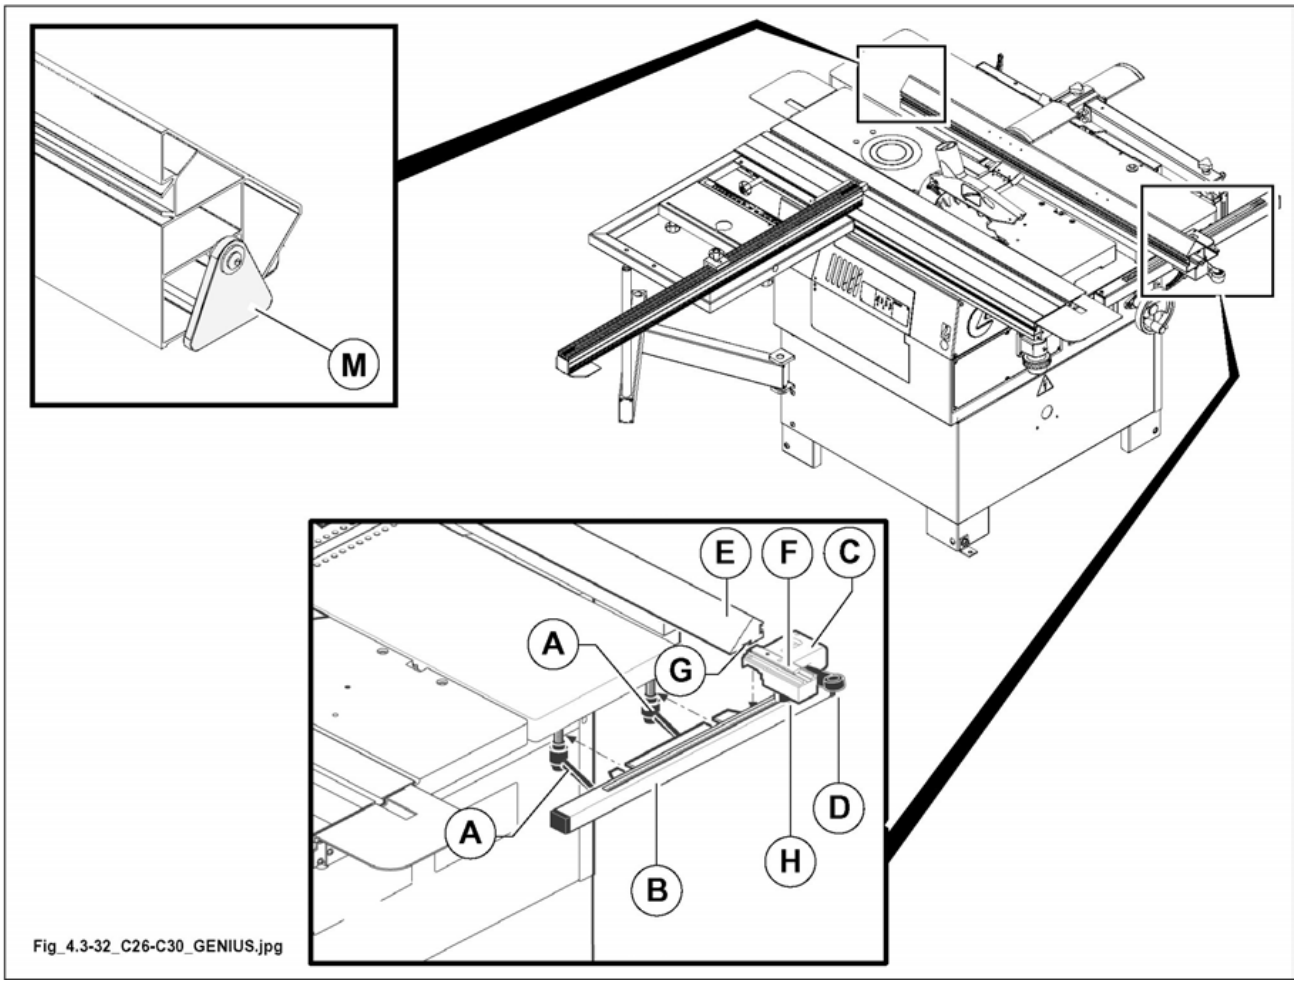

Fig. 4.3-32
1) Fit slider (B fig.4.3-32) and tighten lever (A fig.4.3-32).
2) Position the support (C fig. 4.3-32) on the slider (B fig.4.3-32) and tighten lever (D fig.4.3-32).
3) Fit the fence (E fig.4.3-32) inserting the wedge (F fig.4.3-32) in slot (G fig.4.3-32) and tighten knob (H fig.4.3-32).
always make sure that the plastic spacer (M fig. 4.3-32) is positioned as shown in the figure; this is to prevent interference between the guide (E fig. 4.3-32) and the planer spindle.